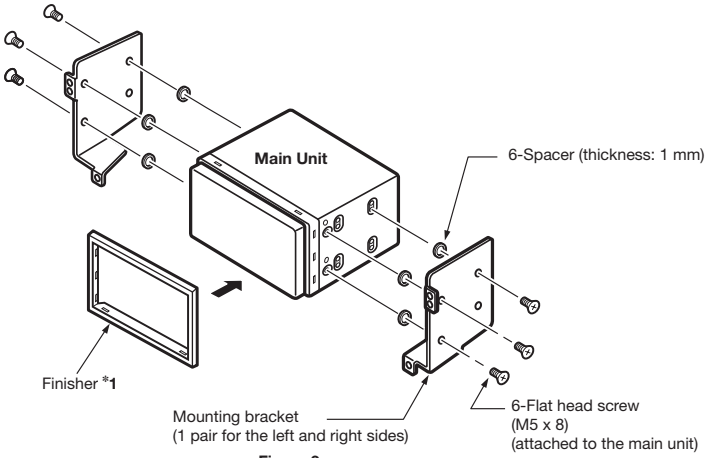

Figure 3
- When installing the main unit in NISSAN vehicles, use the parts attached to the unit and follow the instructions in Figure 3.